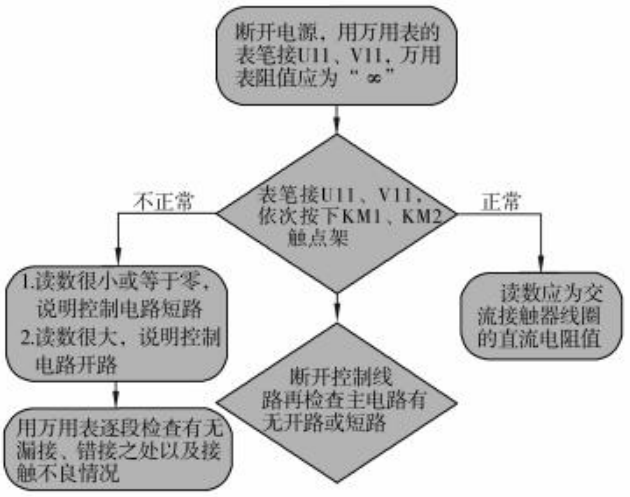

图 1－41　接触器联锁正、反转控制线路自检流程图
(2)用万用表检查控制电路的通断情况，步骤和方法如图 1－41 所示。